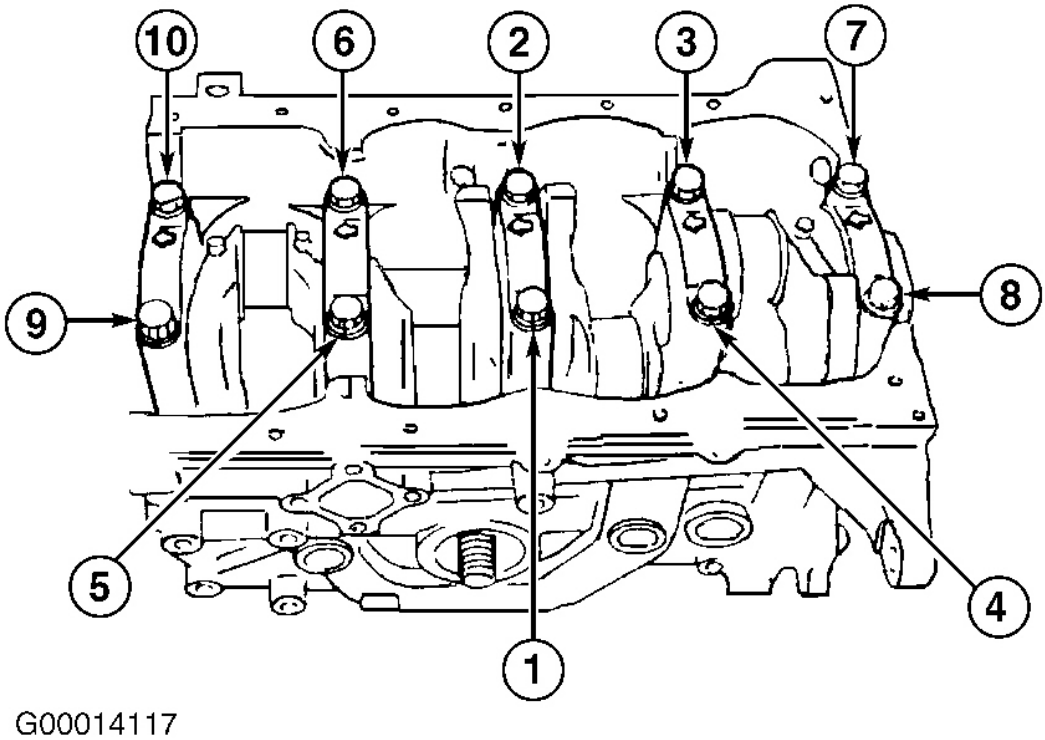

Fig. 145: Secuencia de apriete cojinete principal Perno de la tapa
(2) Apretar los pernos principales de tapa de cojinete en secuencia. Ver **La Fig. 145** .